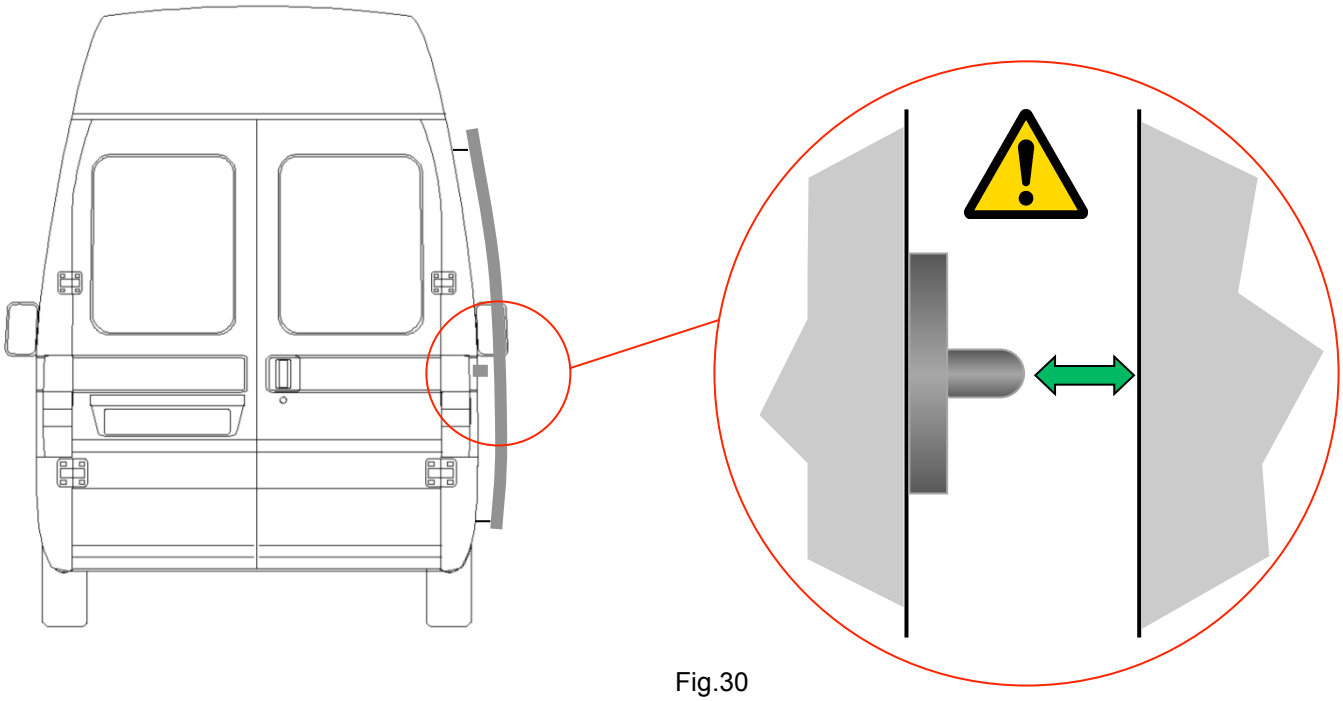

Fig.30
**Verificare in particolare che il riscontro non interferisca con il portellone durante lo scorrimento in apertura** (fig.30)**.**